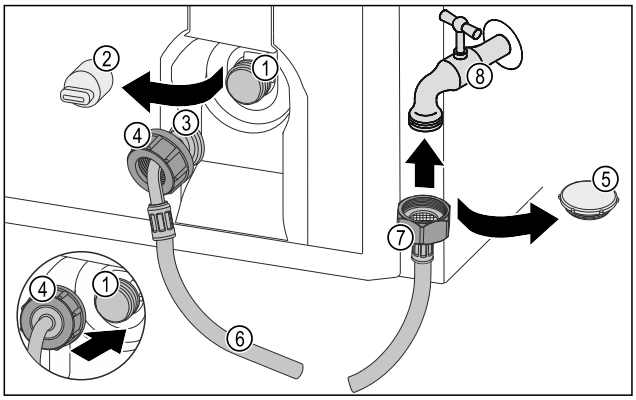

Fig. 74
▶ Uzavírací víčko *Fig. 74 (5)* odstraňte.
▶ Rovný konec hadice *Fig. 74 (7)* připojte k vodovodnímu kohoutku *Fig. 74 (8)*.
▶ Utáhněte matici na rovném konci hadice *Fig. 74 (7)* ve směru hodinových ručiček.